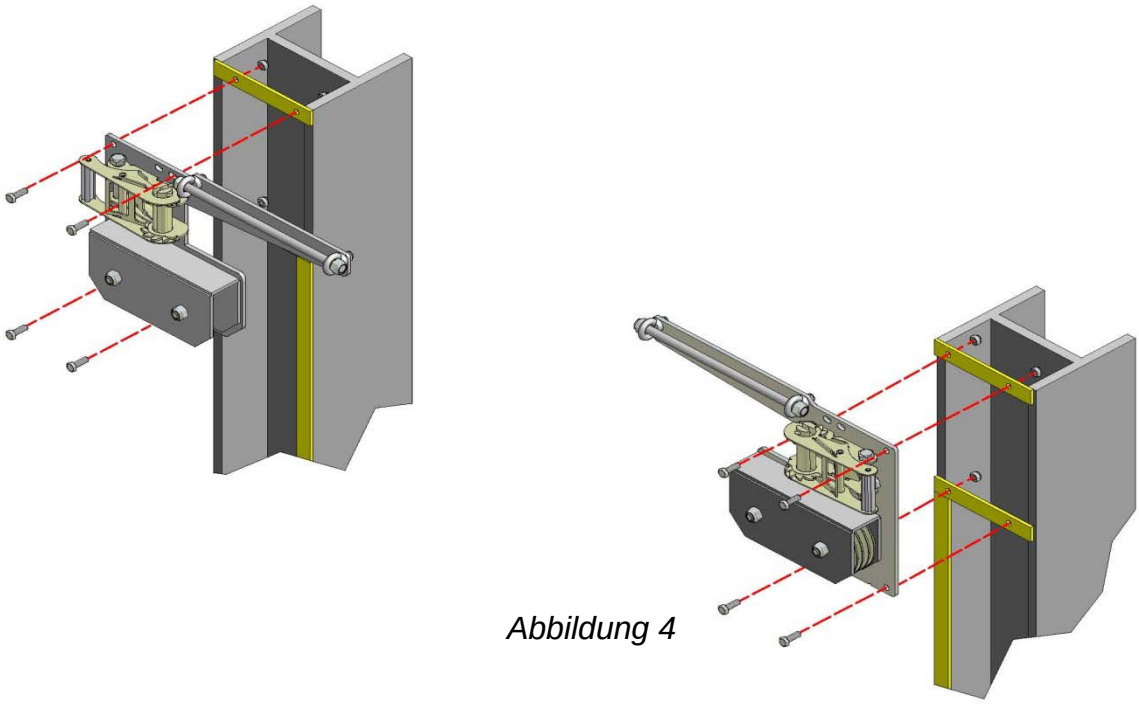

Abbildung 4
2.1 Montage der Kopfplatteneinheit: Befestigen Sie die Kopfplatten (H1 und H2) mit den acht mitgelieferten M8 x 30 Schrauben an den vormontierten Halterungen an der Oberseite der Schienenbahn (Abbildung 4)